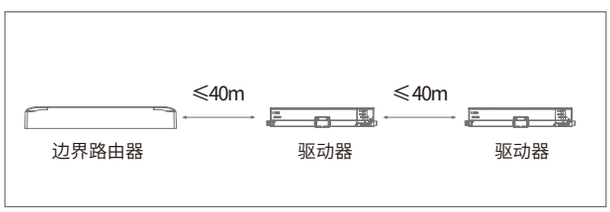

图1
- 驱动器与驱动器之间距离不能超过40米，如果中间有隔档，距离可能会缩短(如图1)。